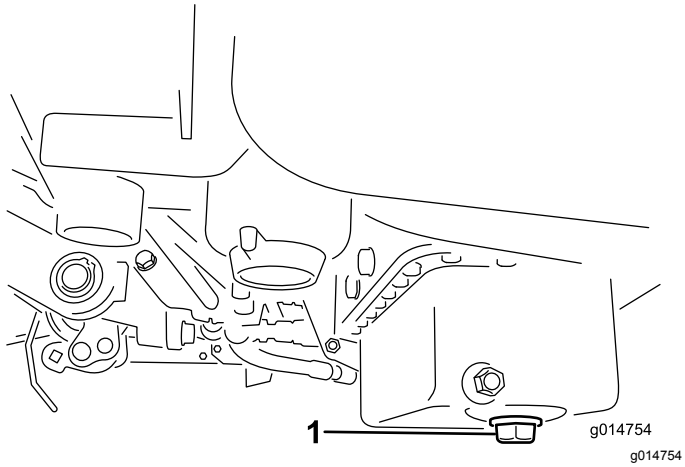

Rysunek 39
1. Odkręć korek spustowy i spuść olej do miski drenażowej. Zakręć korek, gdy olej przestanie wyciekać (Rysunek 39).